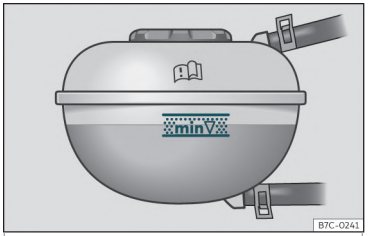

Fig. 204 În compartimentul motor: marcajul de pe vasul de expansiune al lichidului de răcire.
– Verificați nivelul lichidului de răcire din vasul de expansiune. Când motorul este rece, nivelul lichidului de răcire trebuie să fie între marcaje››› **fig. 204** . Când motorul este cald, acesta poate fi puțin mai sus de marcajul superior.